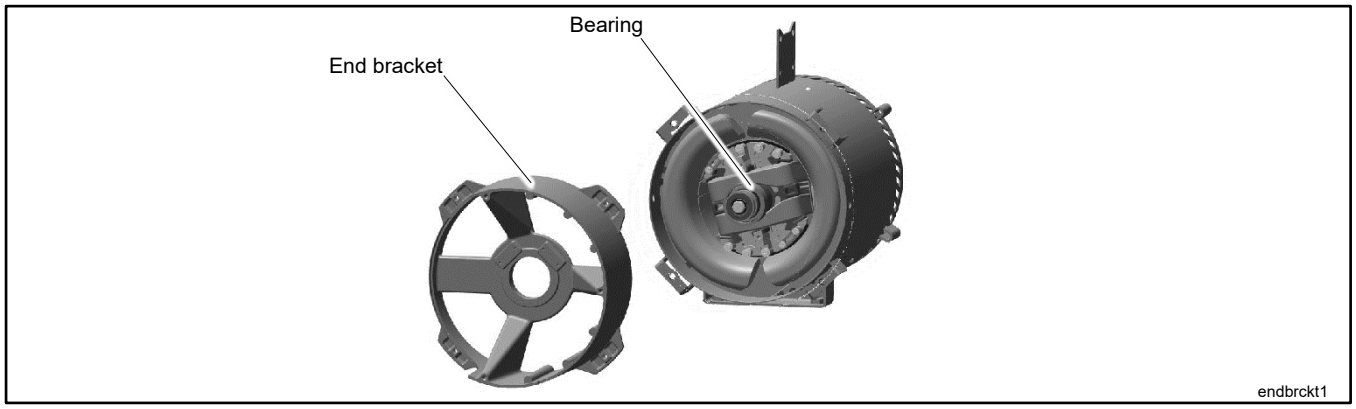

Figure 133 End Bracket and Bearing
b. Place the end bracket onto the stator assembly, using your hands to make the initial fitting of the end bracket over the bearing. See Figure 133.